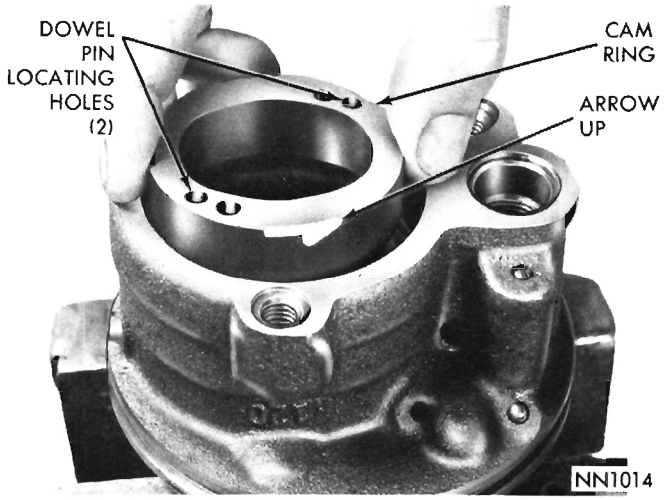

Fig. 16—Installing Cam Ring
(8) Slide cam ring over rotor on dowel pins with arrow on ring facing "UP" (Fig. 16).